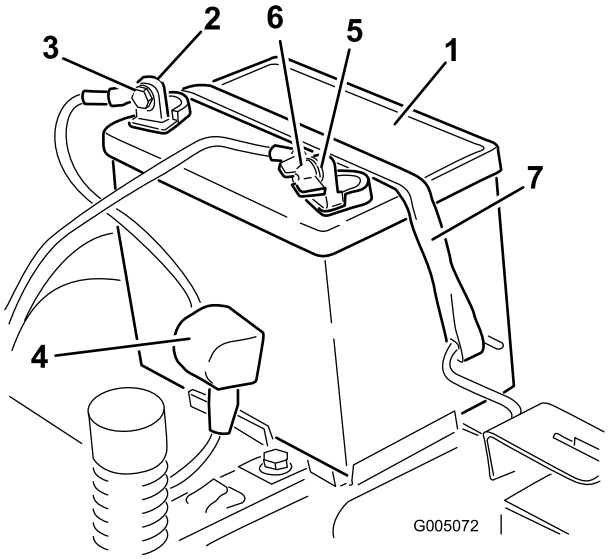

Figura 38
4. Staccate il cavo negativo (nero) di terra dal polo della batteria (Figura 38). Conservate tutti i dispositivi di fermo.
5. Infilate il cappuccio di gomma sul cavo positivo (rosso) della batteria. Staccate il cavo positivo (rosso) dal polo della batteria (Figura 38). Conservate tutti i dispositivi di fermo.
6. Togliete il dispositivo di fissaggio della batteria (Figura 38) e togliete la batteria dal vassoio.
1. Posizionate la batteria sul vassoio con i poli dei morsetti rivolti verso la posizione di guida (Figura 38).
5. Fissate la batteria con l'apposito dispositivo (Figura 38).